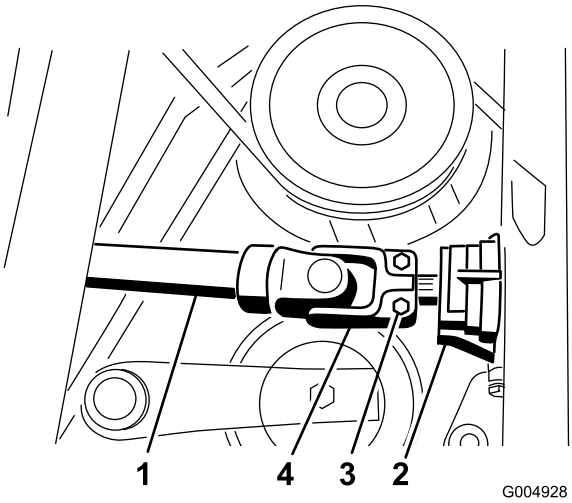

**Rysunek 99**
14. Wyjmij kołek sprężysty i poluzuj dwie śruby z łbem walcowym mocujące wał napędowy do wałka skrzyni przekładniowej (Rysunek 99).